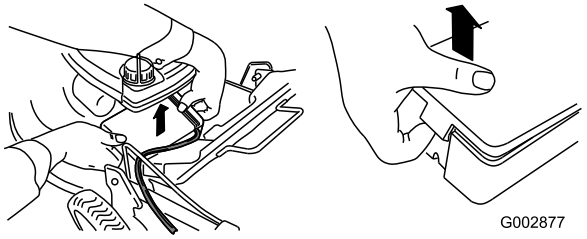

Figur 38
1. Åbn clipsen i begge ender af batteridækslet, og tag det af (Figur 38).